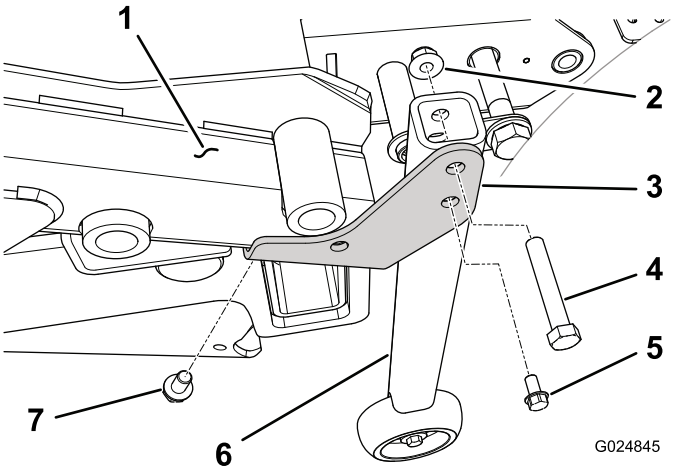

**Rysunek 96**
7. W przypadku zespołów jezdnych o numerze seryjnym powyżej 313000001 zamontuj wspornik do modyfikacji (prawy lub lewy) do spodniej strony odpowiedniego tylnego narożnika ramy podwozia, używając wkręta samogwintującego (3/8 × 5/8 cala) (Rysunek 96).
8. Zamontuj pionowy wspornik rurowy do wspornika do modyfikacji (lewego lub prawego) przy każdym narożniku ramy podwozia, używając śruby (3/8 × 2–1/4 cala) oraz nakrętki kołnierzowej (3/8 cala) (Rysunek 96).